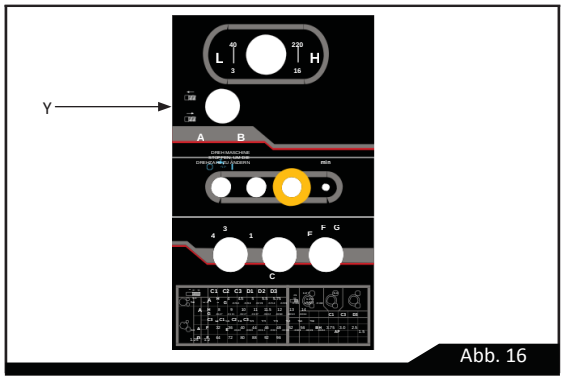

Abb. 16
Zusätzlich zum Verfahren mittels Handrad kann der Werkzeugschlitten unter Verwendung der Bedienelemente an der Schlosskastenvorderseite kraftbetätigt automatisch bewegt werden (siehe Knopf (A), Abb. 16.) Hebel für automatischen Vorschub (A) - Wird dieser Hebel nach oben gedrückt, führt der Werkzeugschlitten die Längsvorschubbewegung aus. Ist der Hebel (A) in der Mittelstellung, ist der manuelle Betrieb aktiviert. Wird der Hebel nach unten gedrückt, wird der Quervorschub ausgeführt.